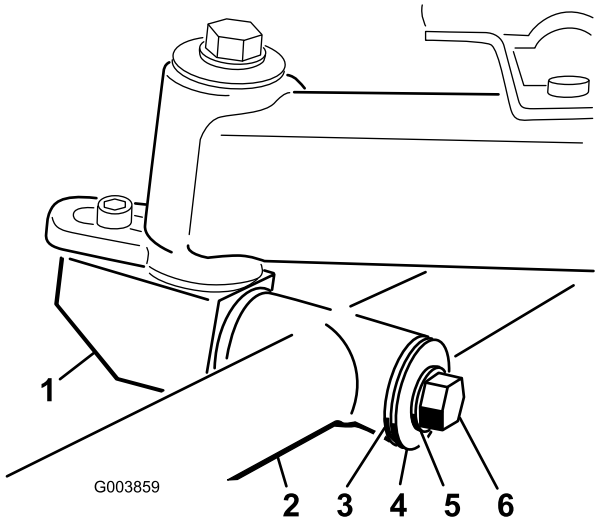

Figur 9
5. Rikta in klippenhetens monteringsaxel efter bärramens vridbara rör. Sätt i axeln i röret (Figur 9).
6. Fäst axeln i det vridbara röret med hjälp av en tryckbricka, planbricka, låsbricka och bult (Figur 9).